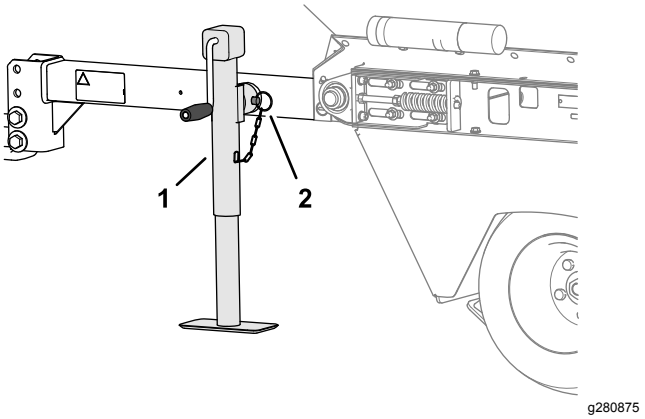

Figur 11
2. Roter jekken loddrett (Figur 11).
3. Fest den til monteringsrøret med splittpinnen (Figur 11).